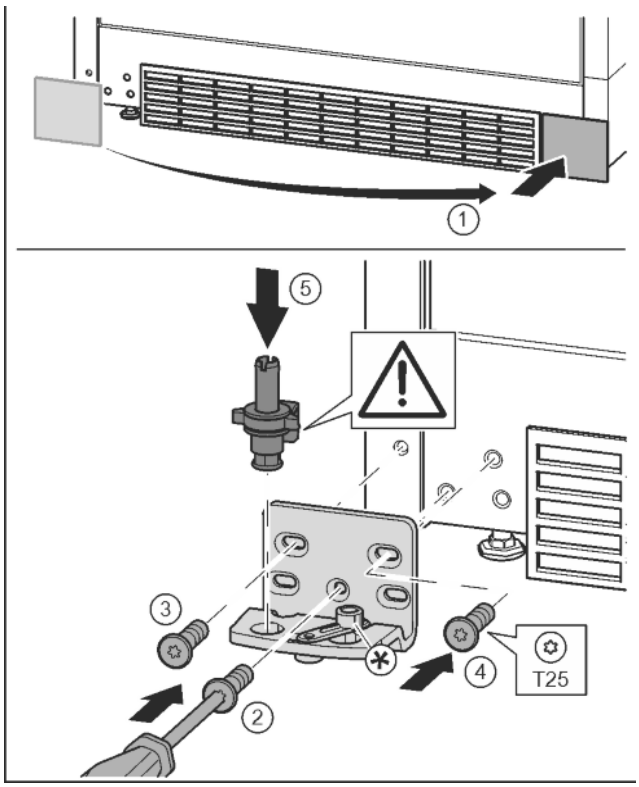

Fig. 13
- ▶ Remove the cover and fix it on the other side. *Fig. 13 (1)*
- ▶ Place the bearing bracket on the other side and screw in with the aid of a T25 screwdriver. Start with screw 2 at the bottom in the middle. *Fig. 13 (2)*
- ▶ Screw in screws 3 and 4. *Fig. 13 (3, 4)*
- ▶ Insert the bearing pin completely. Make sure that the catch mechanism is pointing to the rear. *Fig. 13 (5)*